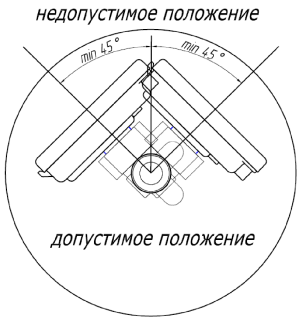

Рисунок 2
- расходомер Ду15-40 должен быть расположен относительно трубы под углом от 45 до 315° во избежание скопления воздуха в соответствии с рис.2;